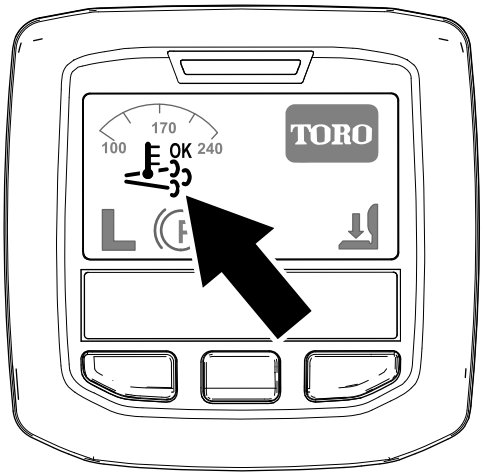

Figur 33
- Ikonet for hjelp-/tilbakestill-regenerering vises i InfoCenter (Figur 33).